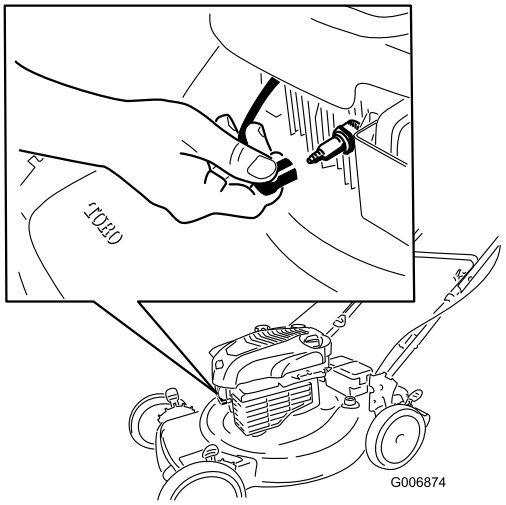

Bild 26
2. Schließen Sie den Zündkerzenstecker von der Zündkerze ab und haken Sie ihn am Haltepfosten ein (Bild 26), bevor Sie Wartungsaufgaben ausführen.